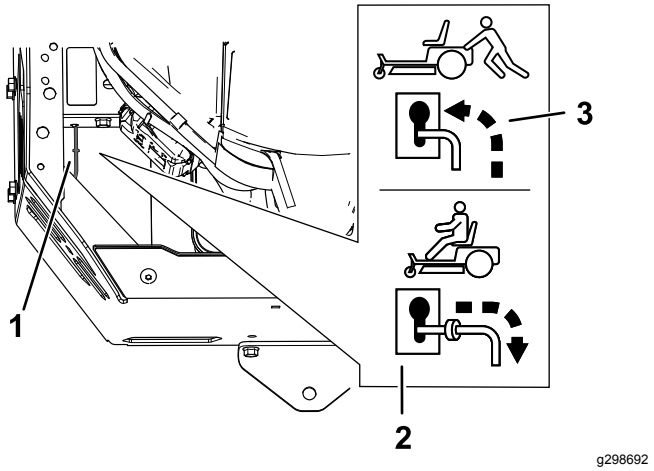

Figuur 37
4. Zet de omloophendels naar voren door het "sleutelgat" en dan naar beneden om ze vast te zetten (Figuur 37).
Zet de omloophendels naar achteren door het spiegat en dan naar beneden om ze vast te zetten zoals wordt getoond in Figuur 37.